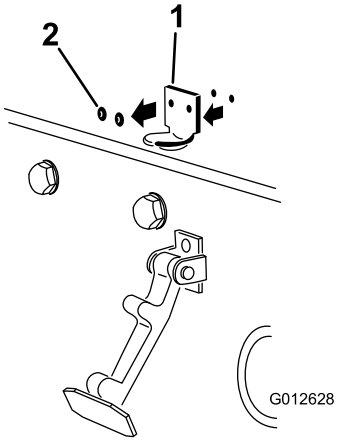

Figuur 7
2. Verwijder de (2) popnagels waarmee de beugel van de motorkapvergrendeling is bevestigd aan de motorkap (Figuur 7). Verwijder de vergrendelbeugel van de motorkap.